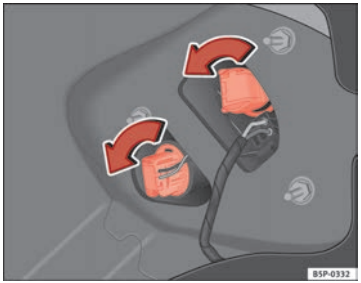

Fig. 202 Lights on vehicle body
– Turn the bulb holder to the left ⇒ Fig. 202.